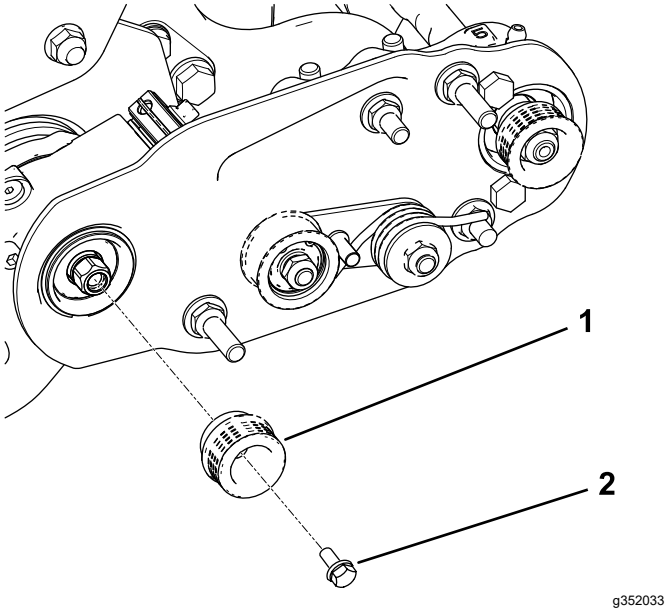

Рисунок 15
2. Установите ведущий шкив на вал механической щетки (Рисунок 15).
3. Нанесите синий стопорящий состав для резьбы на болт с фланцевой головкой и используйте этот болт для крепления шкива к ведущему валу; см. Рисунок 15.